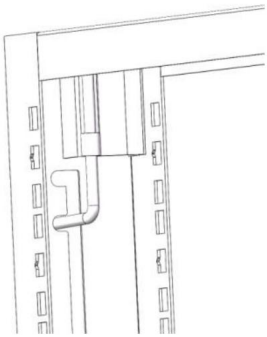

Figur 3
3. Dra i dörrsatsens (3) 4 dörrspärrar till upplåst läge enligt följande, redo att montera dörrsatsen på racket. Se figur 3